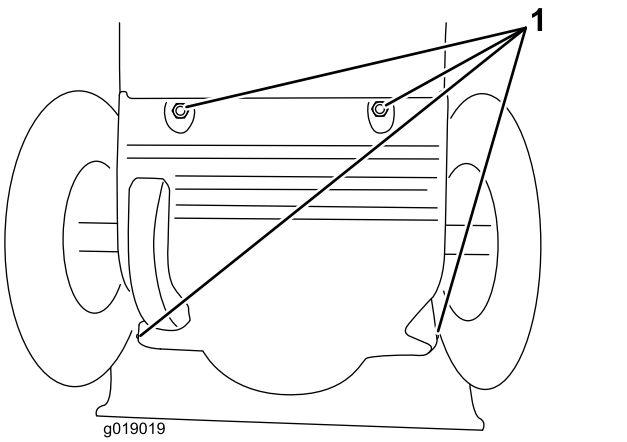

Figur 34
3. Fjern bagdækslet (Figur 34).